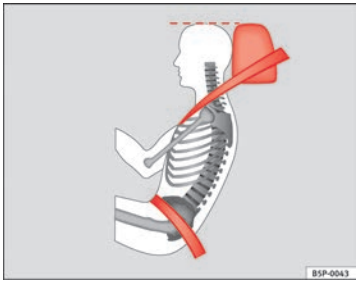

Fig. 13 Correct seat belt and head restraint positions, viewed from side
- **The lap part of the seat belt must lie across the pelvis, never across the stomach. The seat belt must lie flat and snugly on the pelvis ⇒ page 23, fig. 13. Pull the belt tight if necessary to take up any slack.**